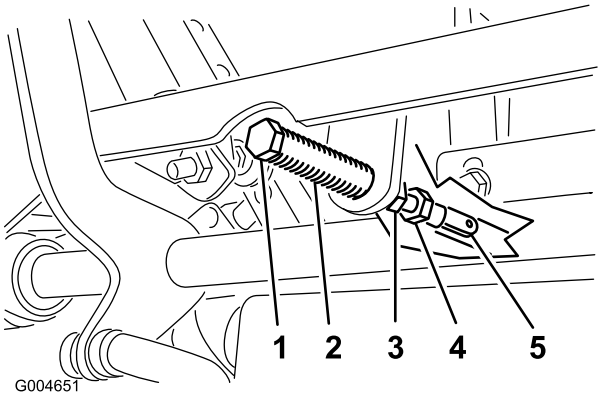

**Figur 56**
5. Dra reglaget bakåt tills sprintbulten (på armen ovanför den vridbara axeln) kommer i kontakt med spårets ände (så att det precis börjar tryckbelasta fjädern) (Figur 56).
7. Lossa muttern och kontramuttern mot oket om justering krävs (Figur 56).
8. För rörelsereglagespaken något bakåt och vrid huvudet på justerskruven i rätt riktning tills rörelsereglaget är centrerat i det neutrala låsläget (Figur 56).
9. Dra åt muttern och kontramuttern (Figur 56).
10. Dra åt kontramuttrarna vid kullederna (Figur 56).